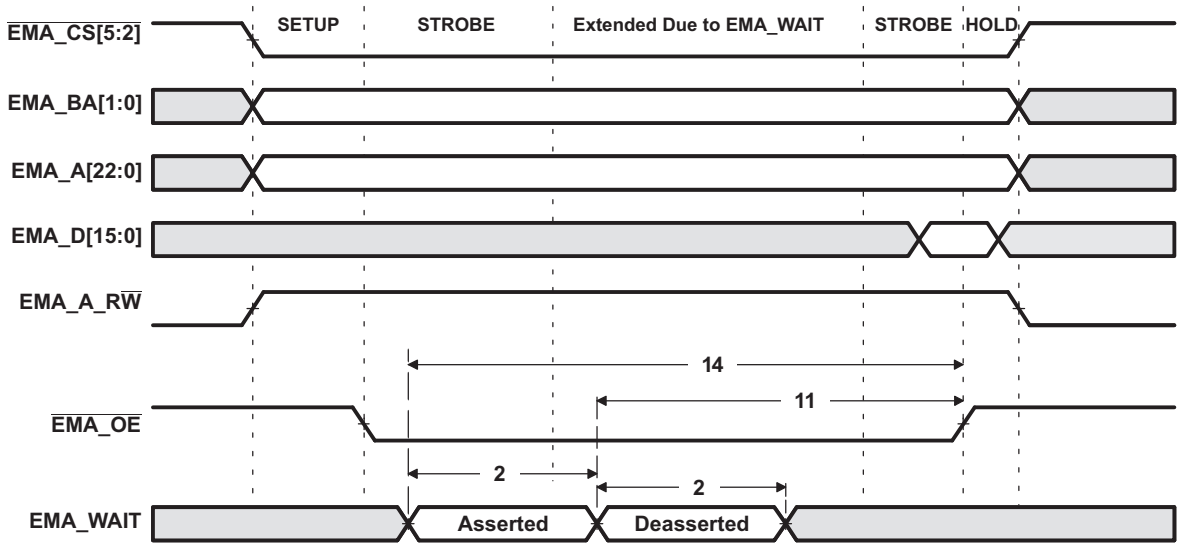
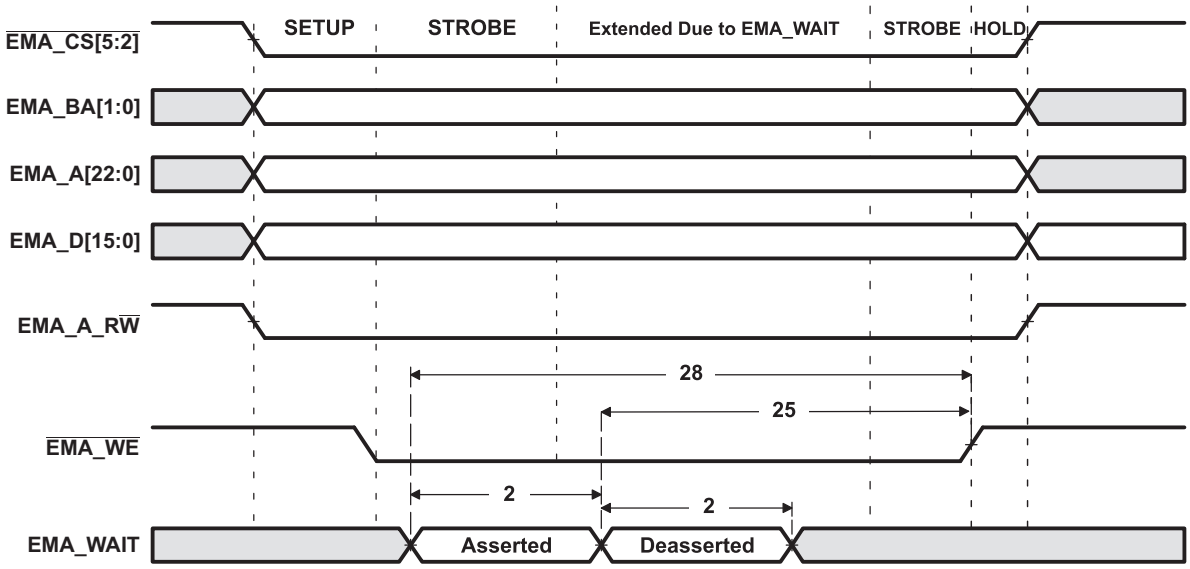

Figure 5-16. EMA_WAIT Read Timing Requirements
Figure 5-17. EMA_WAIT Write Timing Requirements
(1) E = EMA_CLK period or in ns. EMA_CLK is selected either as SYSCLK3 or the PLL0 output clock divided by 4.5. As an example, when SYSCLK3 is selected and set to 100MHz, E=10ns
(2) Setup before end of STROBE phase (if no extended wait states are inserted) by which EM_WAIT must be asserted to add extended wait states. Figure 5-16 and Figure 5-17 describe EMIF transactions that include extended wait states inserted during the STROBE phase. However, cycles inserted as part of this extended wait period should not be counted; the 4E requirement is to the start of where the HOLD phase would begin if there were no extended wait cycles.